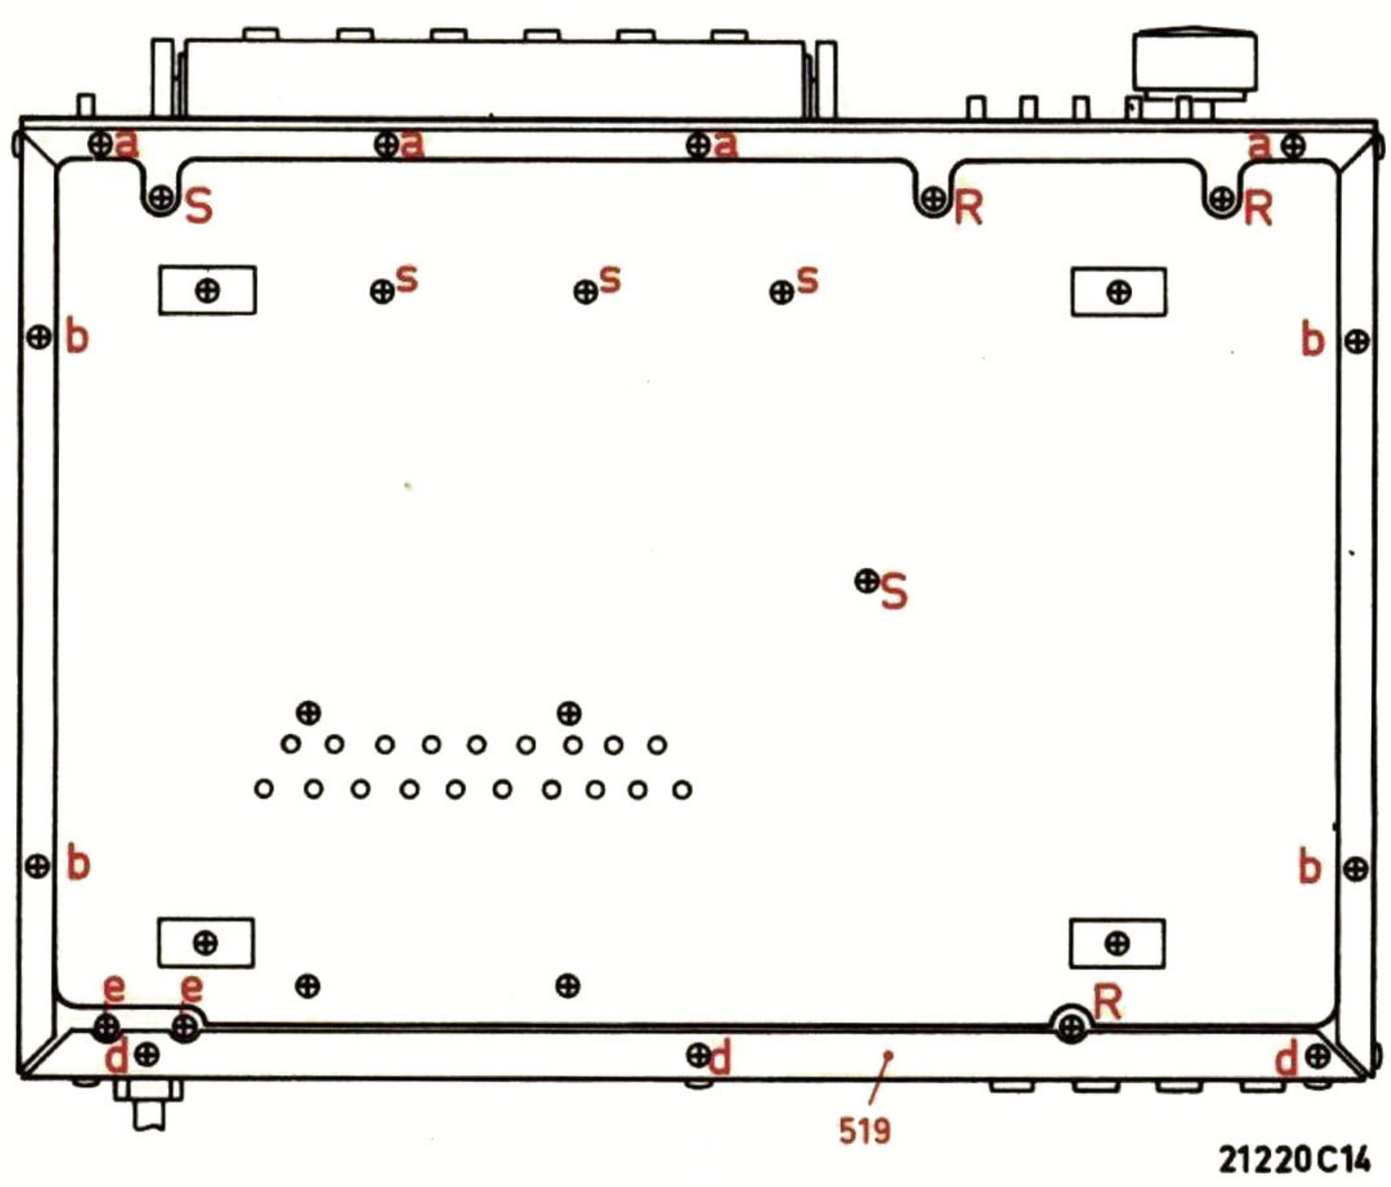
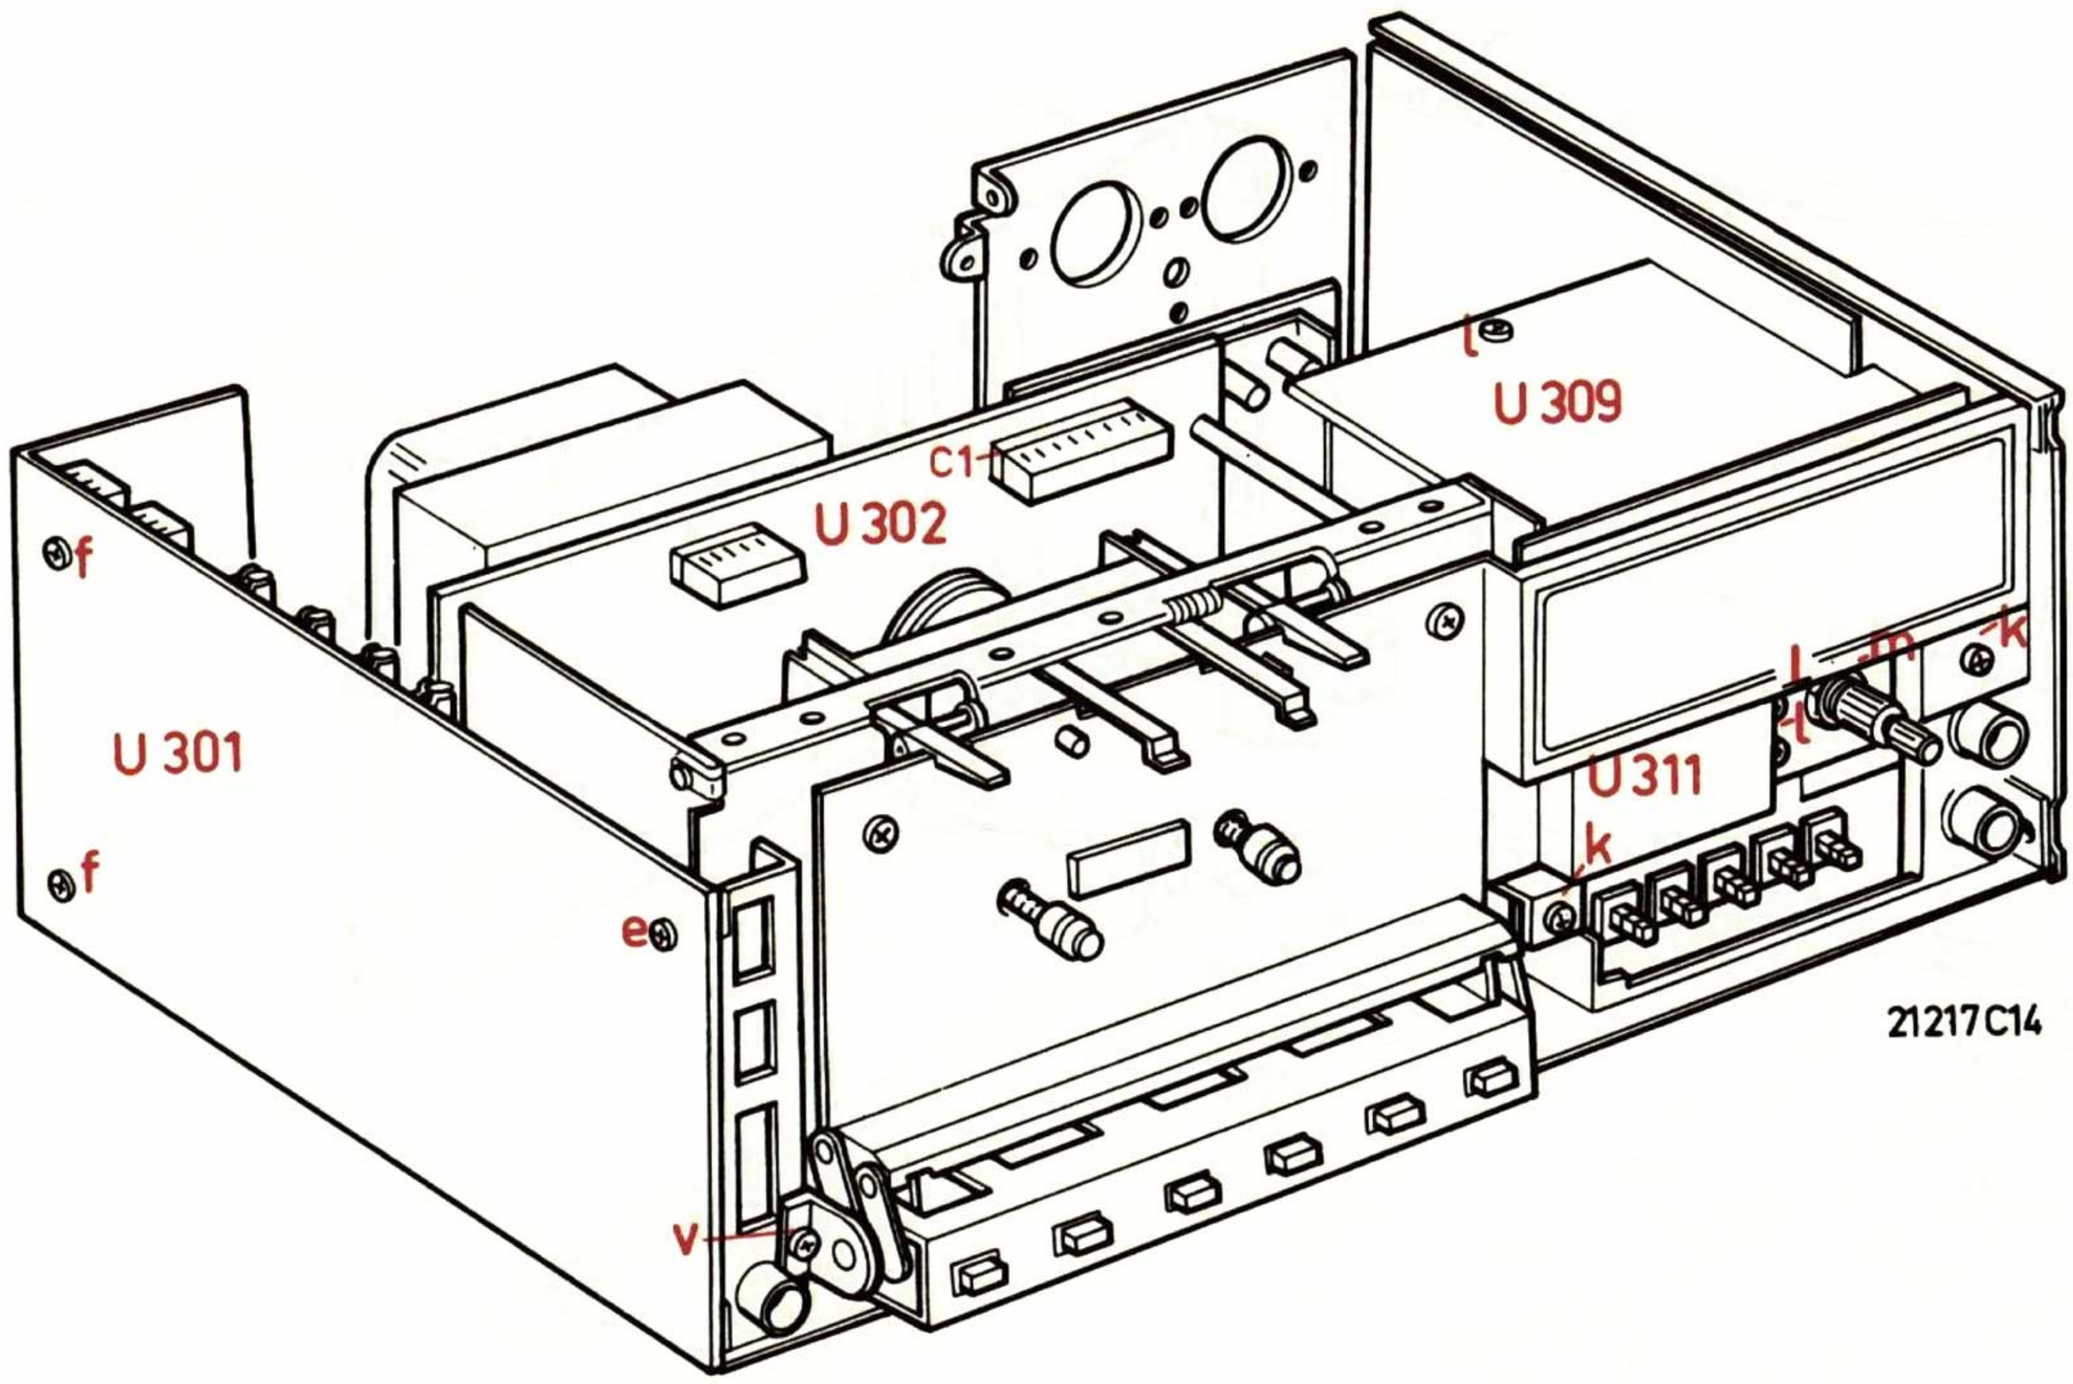

Fig. 7
Fig. 8
- Verwijder 3 schroeven "d" (Fig. 7).
- Verwijder 3 schroeven "e" (Fig. 7 en Fig. 8).
7. Meten aan FL-meterprint U309 (Fig. 8)
- Verwijder 2 schroeven "k" (Fig. 8).
- Plug C1 op print U302 loshalen (Fig. 8).
- Verwijder recorder volume print U313 met VR110 door 3 schroeven "l" en moer "m" los te draaien (Fig. 8).
- Verwijder 3 schroeven "R" (Fig. 7).
- Verwijder 5 schroeven "s" (Fig. 7).